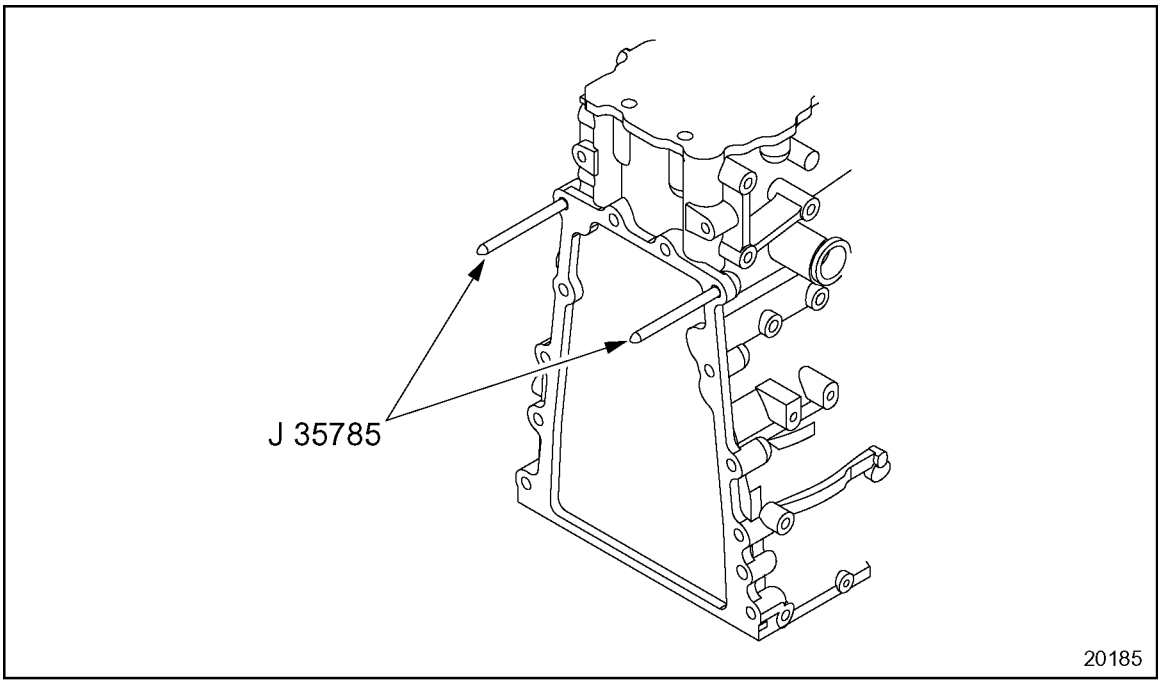

Figure 1-253 Pilot Stud Installation
5. To guide the flywheel housing until it clears the end of the crankshaft, thread two guide studs, J 35785 for 12 mm bolts, or J 43431 for 14 mm bolts, into the cylinder block. See Figure 1-253.
2. Thread two aligning studs, J 35785 for 12 mm bolts or J 43431 for 14 mm bolts, into the cylinder block to guide the housing in place. See Figure 1-253.